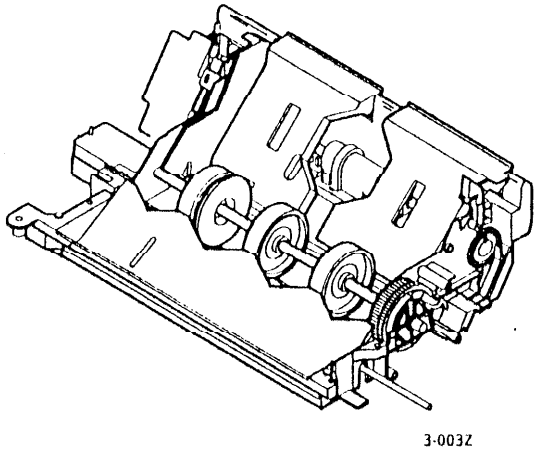
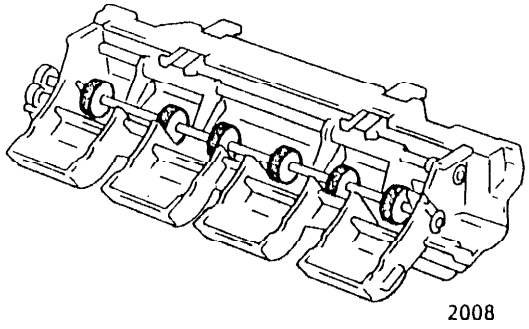

Рис.7. Ролики подачи бумаги.
Рис.8. Узел направляющей подачи бумаги и прижимные ролики подачи бумаги.
1. Почистите ролики подачи бумаги (рис.7), узел направляющей подачи бумаги и прижимные ролики (рис.8), используя мягкую ткань, смоченную водой.